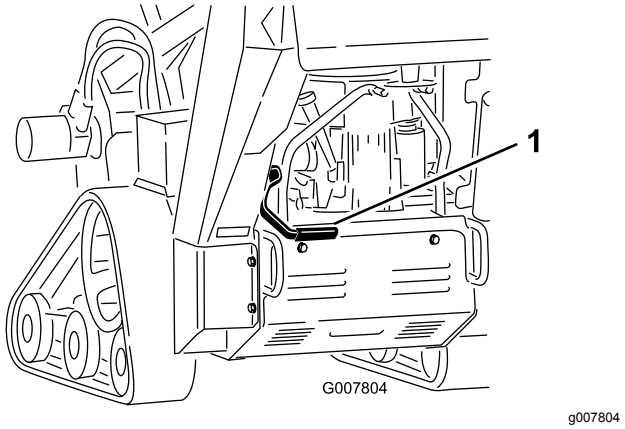

**Figuur 15**
- Instellen van de parkeerrem: trek de remhendel naar achteren en naar boven (Figuur 15).
- Vrijzetten van de parkeerrem: trek de remhendel naar achteren en dan naar beneden (Figuur 15).